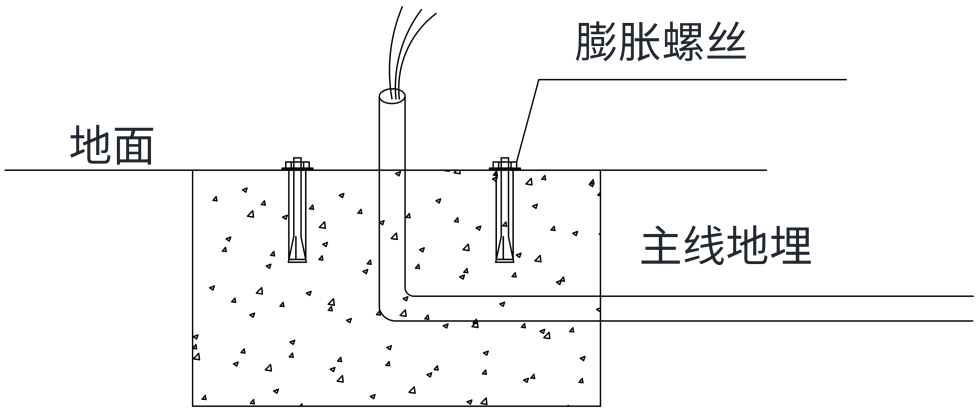

图 4
4、在预浇好的水泥地基上画出立柱固定螺丝孔位，再用 12mm 的冲击钻打 6 个孔,装上 M10*100mm 的膨胀螺丝，如图 4。